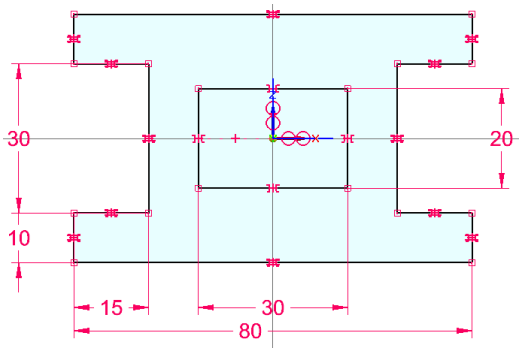

Figure 3-39 *Final profile after adding all dimensions*
3. Select the right vertical line of the inner loop and place the dimension on the right of the sketch. Enter **20** in the **Dimension Value** edit box and then press ENTER; the inner loop turns black indicating that it is fully constrained. This completes the dimensioning of the profile. The final profile after adding all dimensions, is shown in Figure 3-39.